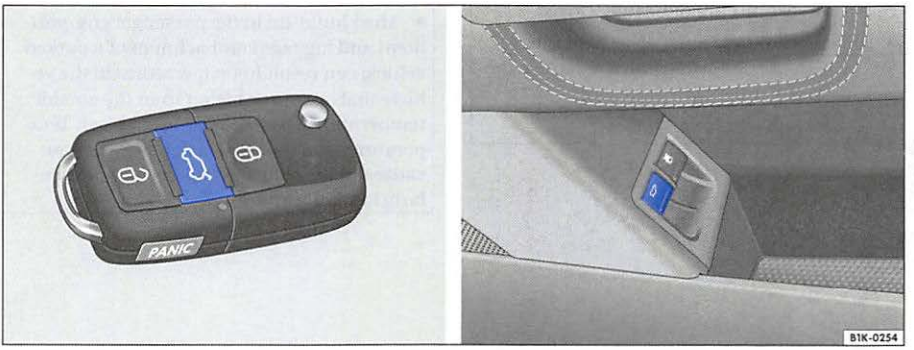

Fig. 30 Left illustration: remote control key, right illustration: rear lid release button in the driver door
– Press the button in the remote control key ⇒ fig. 30.
– Pull the rear lid release switch in the driver's door ⇒ fig. 30.